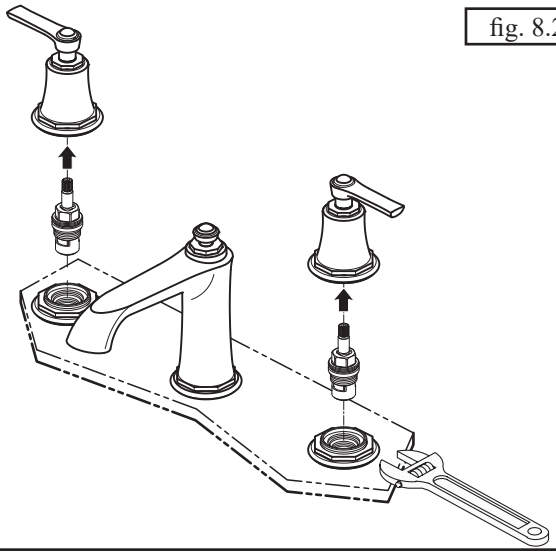

fig. 8.2
- Nettoyer le joint torique de la cartouche ou changer la cartouche si elle est endommagée (fig. 8.2).
- Changer la cartouche si elle est endommagée (fig. 8.2).
- *Clean the cartridge o-ring or replace the cartridge if damaged (fig. 8.2).*
- *Replace the cartridge if damaged (fig. 8.2).*